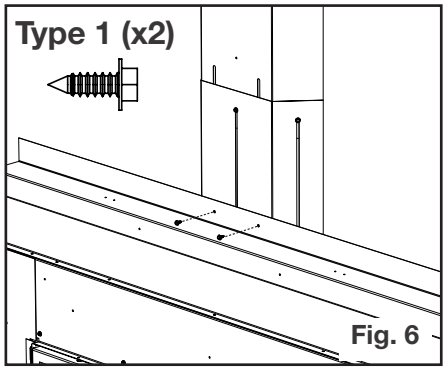

Fig. 6
6. Secure the vent shield with two fasteners (supplied) to the front upper frame (Figure 6).